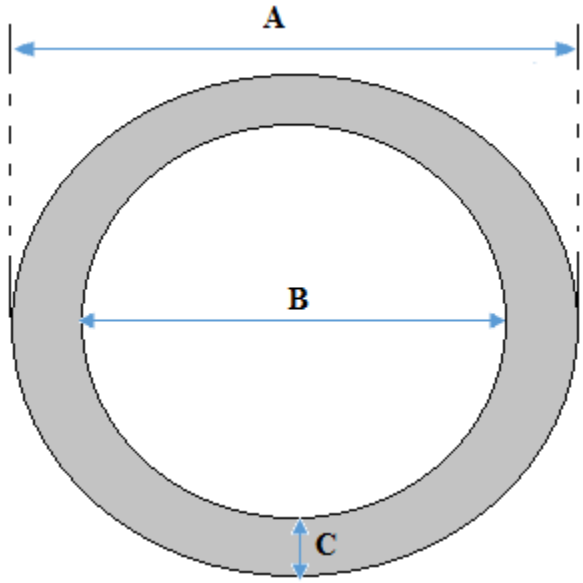

FIGUUR 2
3.2 FIGUUR 2 hier onder toon die deursneeaansig van ’n pyp.